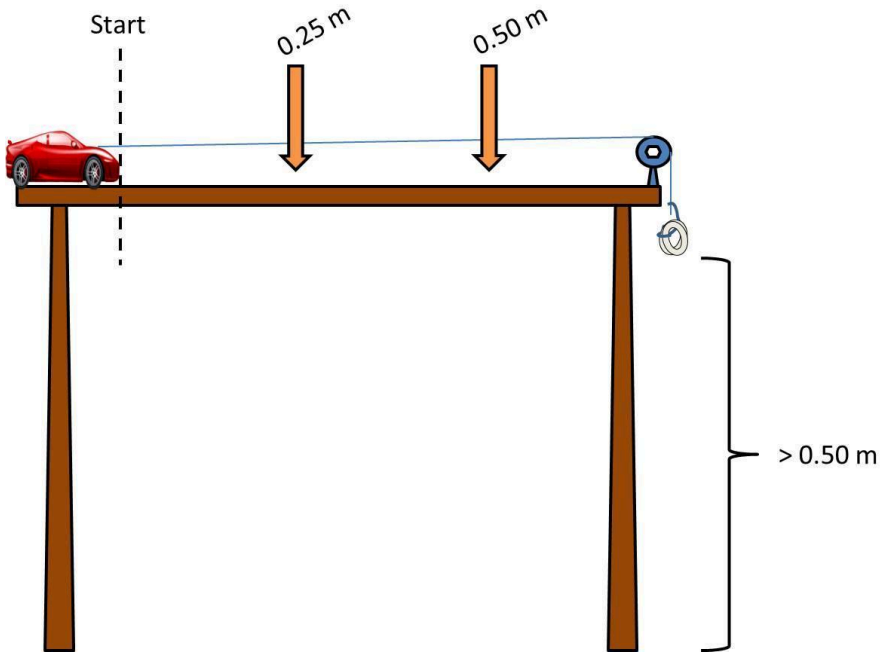

Figure 4
c) Place a pulley beyond the end of the track, at the edge of a table. Attach a string to the front of the car, and run the string over the pulley so that the string hangs over the edge of the table. Attach a paper clip to the opposite end of the string, as shown in Figure 4. When the car is placed at the start of the track, the paper clip should hang at about equal height to the table top. Adjust the string length as needed.